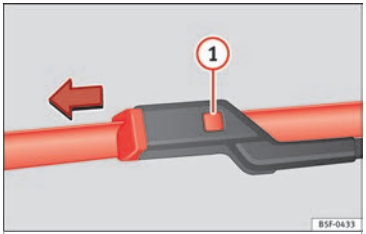

**Fig. 92** Changing the windscreen wiper blade.
- Press the securing tab down (1) ››› Fig. 92.